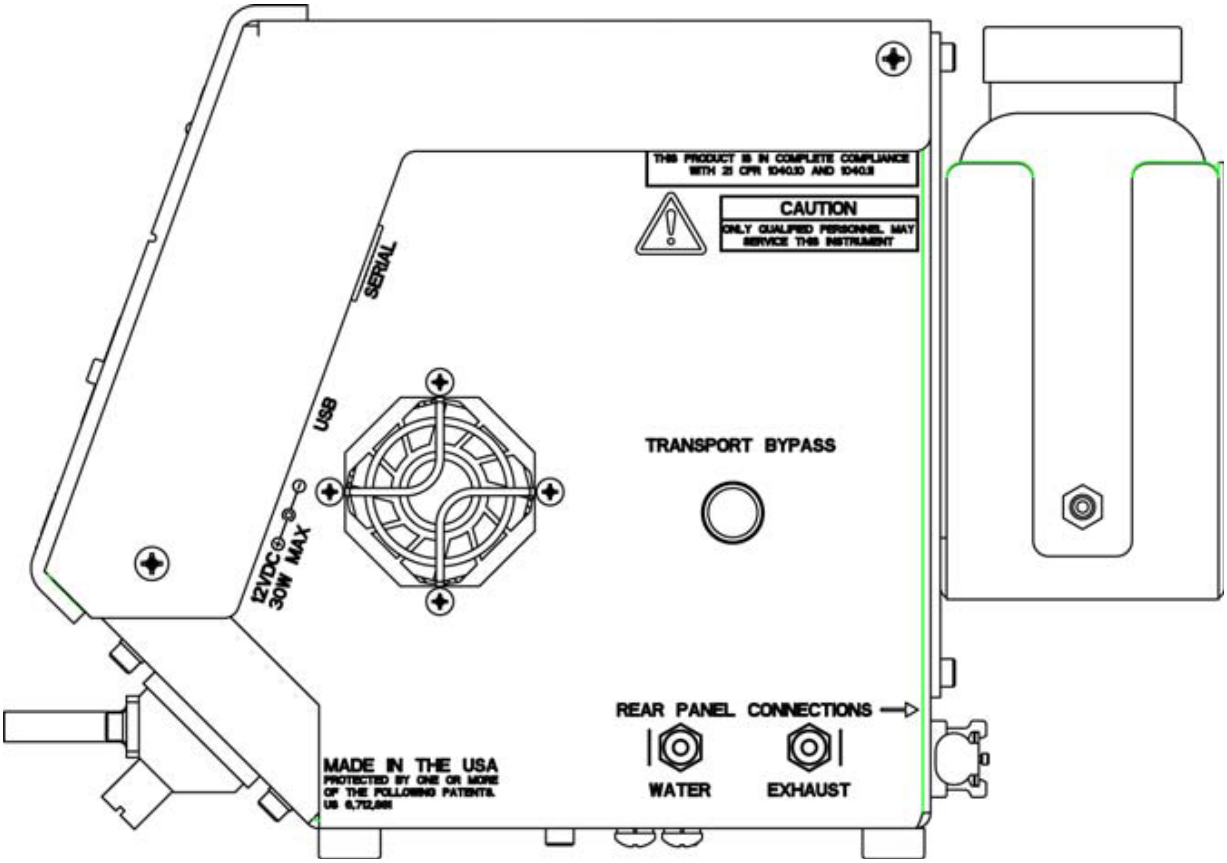

Figure 2
2) Attach Power Cord Attach power cord to the AC power supply and connect the DC connector from this supply to the connector on the recess handle on the side of the WCPC. Refer to Figure 2, WCPC Connector Locations, for the location of the DC power connector.
See Figure 2, WCPC Connector Locations, for the location of the Serial or USB connections.